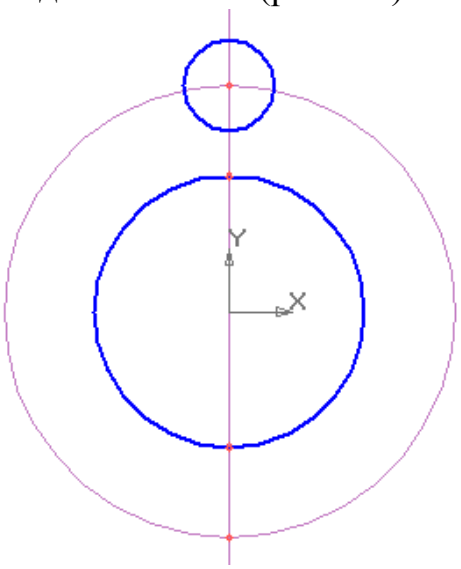

Рис. 8.3.
2.4. Создайте объект (рис. 8.3).